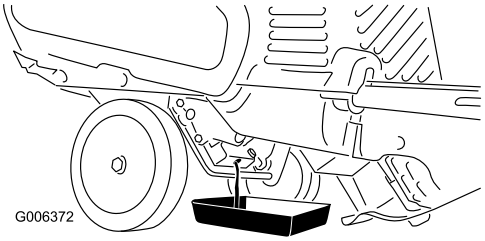

Figure 29
3. Place an oil drain pan under the oil drain plug, remove the oil drain plug, and tip the machine backward and drain the used oil in the oil drain pan Figure 29).